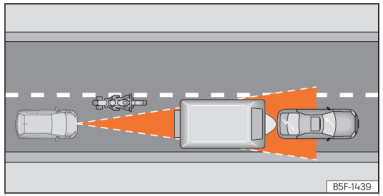

**Fig. 138** Motorcyclist ahead out of range of the radar sensor.
- Vehicles that are not aligned while driving or that are outside the sensor's detection area, such as motorcycles ››› Fig. 138.